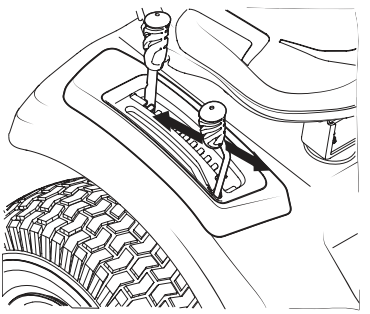

Fig. 30
2. Poussez le levier vers l'avant pour embrayer la prise de force (Fig. 30).